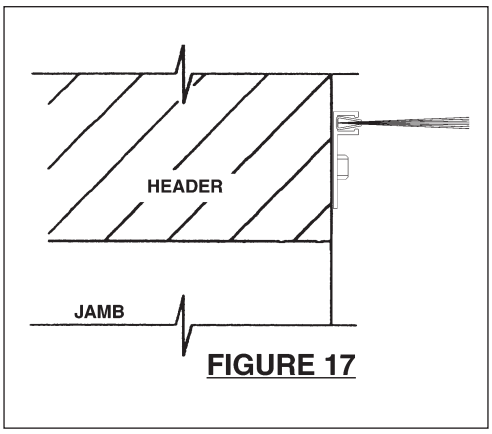

FIGURE 17
- If lintel baffle is required, install baffle using 1/4" fasteners suitable for the wall material (wood, masonry, steel). Install per Figure 17 with brush aligned with centerline of coiled curtain.